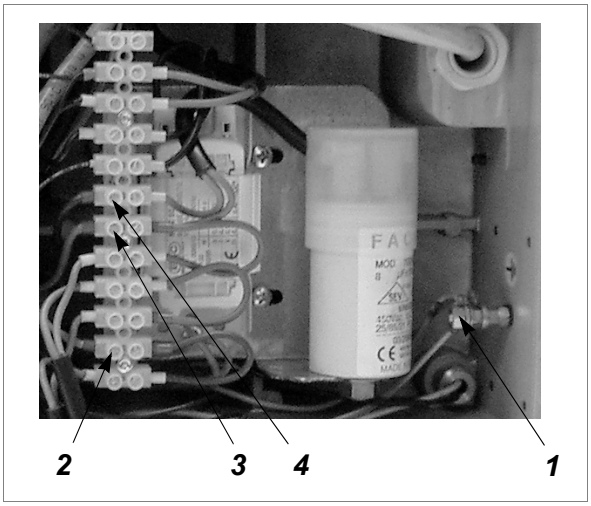

Fig. 41
3) Disconnect the 4 motor wires (1, 2, 3, 4) from their connections (fig.41).
20) Connect the 4 motor wires (1, 2, 3, 4) (fig.41).